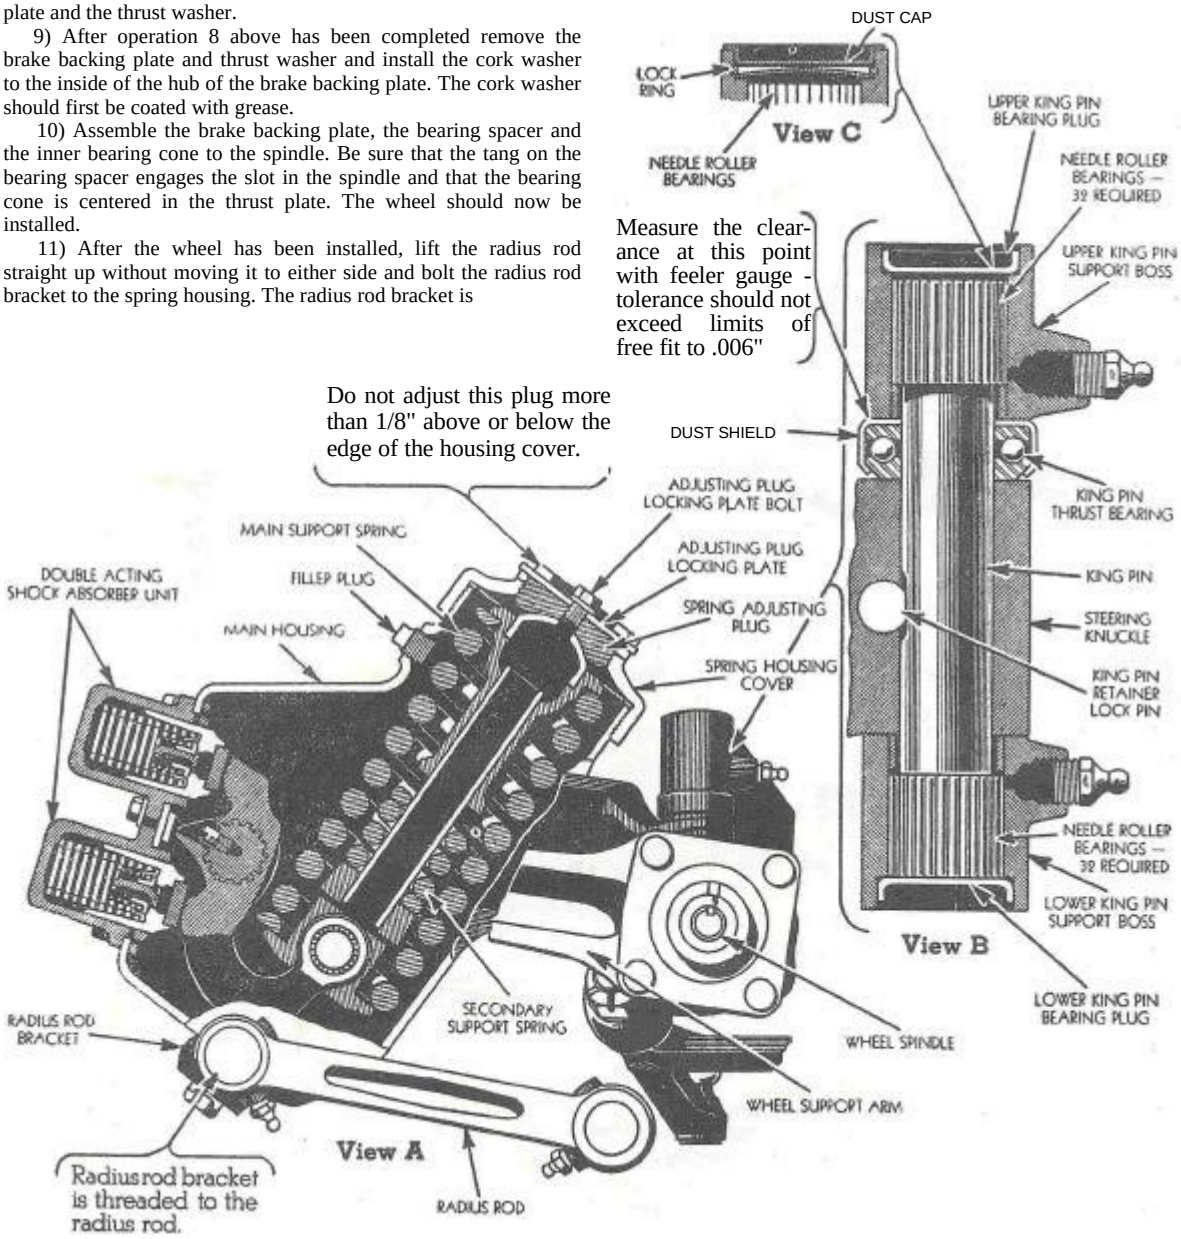
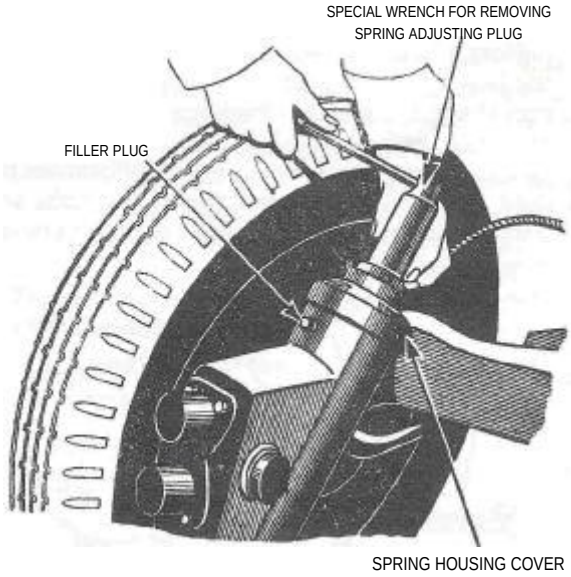

Fig.70
Fig.72
4) Remove king pin retainer lock pin. Fig. 70, View B.
3) Slide the king pin thrust bearing (Fig. 70) into place between the upper side of the steering knuckle and the upper king pin support boss. The bearing should be installed with the dust shield up.
11) After the wheel has been installed, lift the radius rod straight up without moving it to either side and bolt the radius rod bracket to the spring housing. The radius rod bracket is threaded to the radius rod as described in View A, Fig. 70 and should be screwed all the way into the radius rod before bolting it to the spring housing. If the snug position of the bracket in the radius rod places the bracket at such an angle that it will not line up with the planed surface on the bottom of the spring housing, screw the bracket out until it does line up.
If the wheel setting is not correct, remove the adjusting plug locking plate, screw out the spring adjusting plug (See Fig. 70, View A) with a special wrench as shown in Fig. 72. Coat the threads of the plug with fresh gasket cement and replace it. Coating the threads of the adjusting plug with cement eliminates any possibility of a leak. Screw the adjusting plug in until the wheel setting is correct.